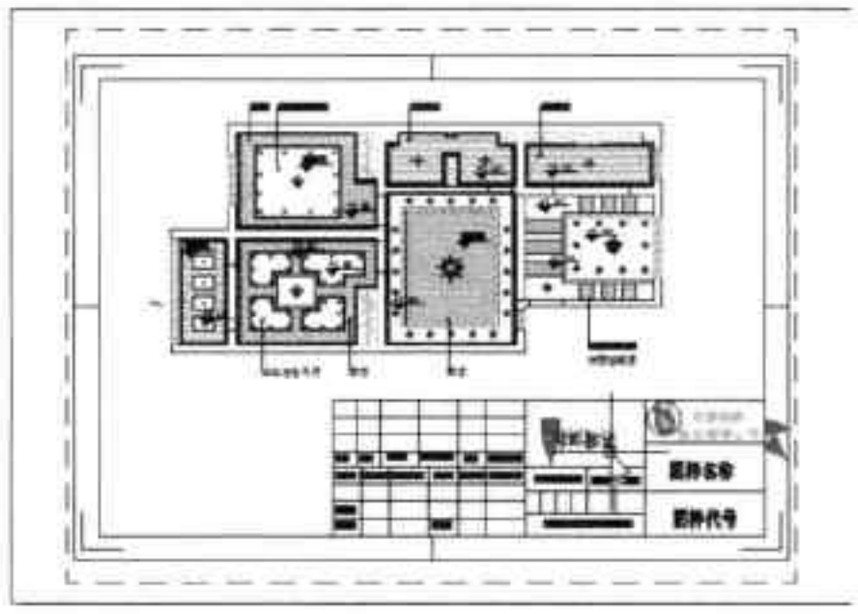

图2-58 炸开图框
Step 10 选中图框，在命令行中输入“X”（炸开）命令，按回车键，即可对图框图块执行炸开操作，如图2-58所示。